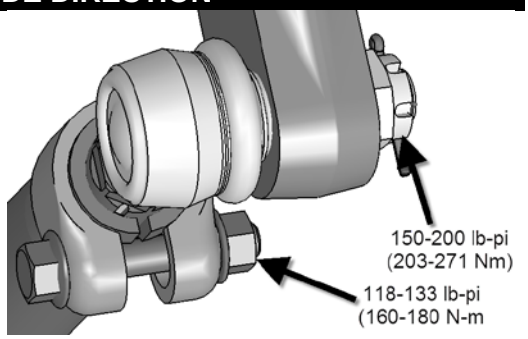

FIGURE 11
13. Lorsque l'ajustement est complété, serrer le collet. Pour prévenir des interférences entre les vis de colliers de serrage et les autres composantes de la direction, la vis doit être orientée tel qu'indiqué à la FIGURE11. **Serrer l'écrou à 118-133 lb-pi.**